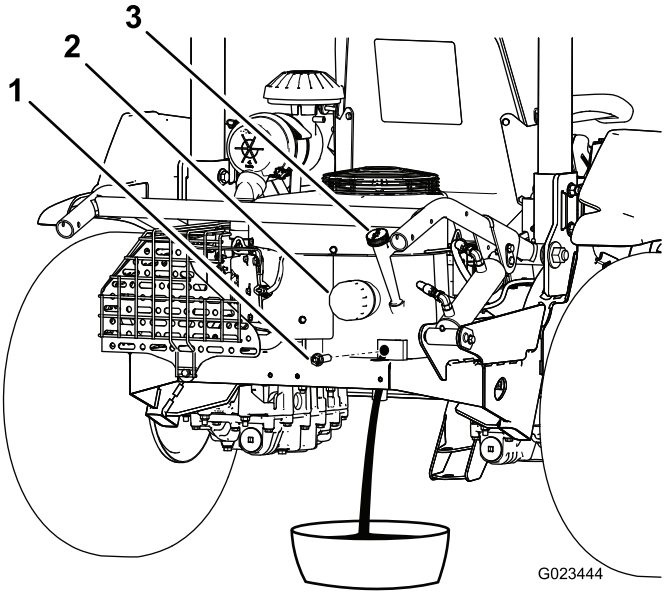

Figur 40
3. Fjern tappepluggen (Figur 40) og la oljen renne i en passende beholder. Når oljen slutter å renne, setter du tappepluggen på igjen.